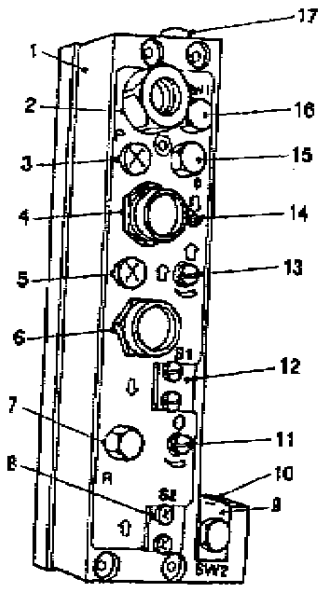

FIGURE 3 VALVE BLOCK MODULE COMPLETE
Fully open the Figure 3 (13).
Close Figure 3 (11).
Connect the air supply and press Figure 3 (6).
Adjust figure 3 (11/13) to give required advance, retract feeds for the operator.
Carry out a set of trial drillings to determine the ideal advance and HCU settings using Figure 3 (11).
Adjust Figure 3 (11/13) to give the required advance, retract feeds for the operation.
Carry out a trial tapping operation and inspect the finished thread form, adjust as necessary Figure 3 (11/13) and repeat until information in NOTES 1 and 2 are satisfied.
CONTROL VALVE (FIGURE 3)